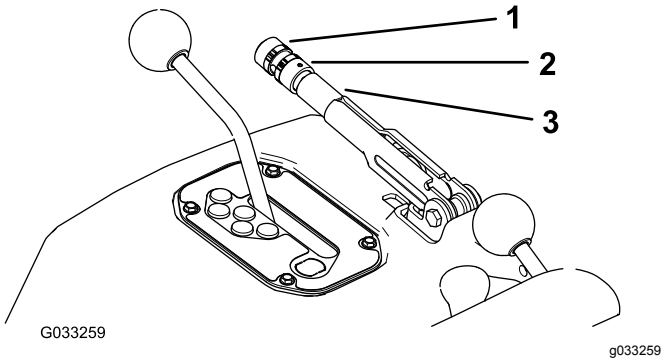

图75
2. 松开将旋钮固定到手刹操纵杆上的固定螺丝图75。
3. 旋转旋钮图75直至达到拉动手刹操纵杆需要的2022kg 的力。
4. 调整完成后拧紧固定螺丝图75。